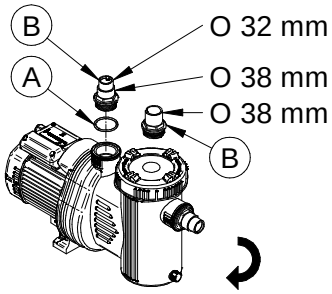

Fig. 23
1. Posizionare gli o-ring (Fig. 23, # A) sui portagomma (Fig. 23, # B).
2. Avvitare i due portagomma (Fig. 23) all'*aspirazione* ed alla *mandata* della *pompa*.